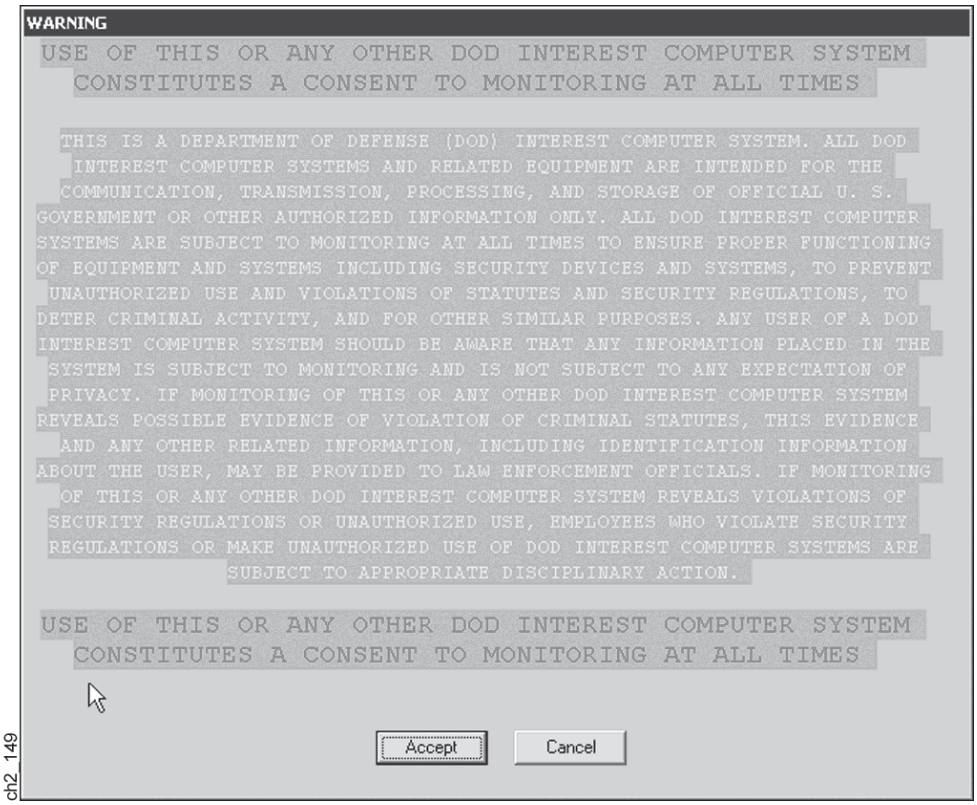

Figure 2-2
b. Step 2. On the Warning Screen above (Figure 2-2), read the information provided and then select the Accept Option.